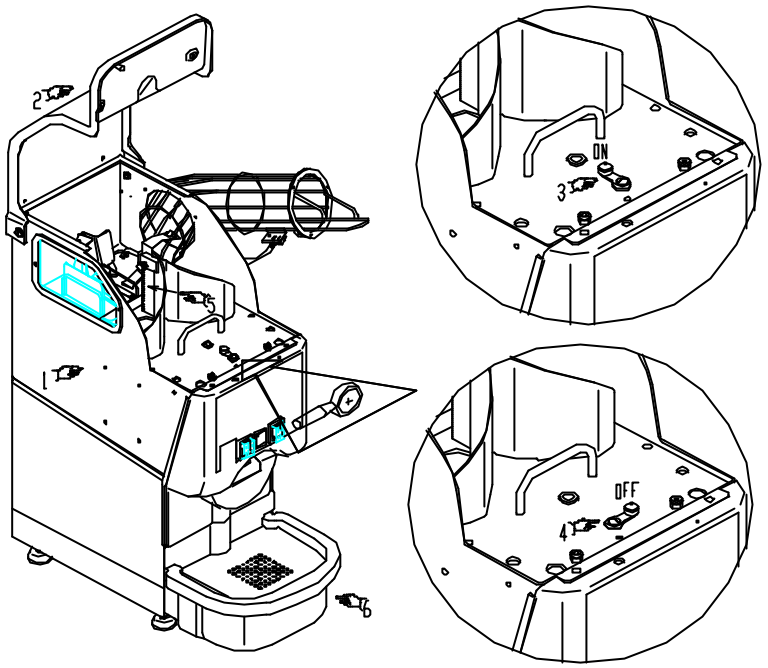

Fig.5.1
Prima di avviare la macchina *(Pos.1 Fig.5.1)* agire sulle chiusure a farfalla *(Pos.2 Fig.5.1)* per sganciare il coperchio superiore, sollevarlo, ed eseguire le seguenti verifiche:
- accertarsi che la levetta di fissaggio della piastra porta coltello sia in posizione ON *(Pos.3 Fig.5.1):*
Se la levetta di fissaggio della piastra porta coltello é in posizione OFF *(Pos.3 Fig.5.1)* la macchina, durante la produzione, può subire gravi danni.
Prestare particolare attenzione nel maneggiare la piastra porta coltello e nell'intervenire sulla macchina quando il coperchio superiore *(Pos.2 Fig.5.1)* è aperto.
- verificare che il coltello sia correttamente installato *(Pos.5 Fig.5.1);*
- abbassare il coperchio superiore ed agire sulle chiusure a farfalla *(Pos.2 Fig.5.1)* per agganciarlo alla macchina *(Pos.1 Fig.5.1).*
- verificare che il cassetto di scarico *(Pos.6 Fig.5.1)* sia vuoto e correttamente inserito nella parte inferiore della macchina *(Pos.1 Fig.5.1)*;